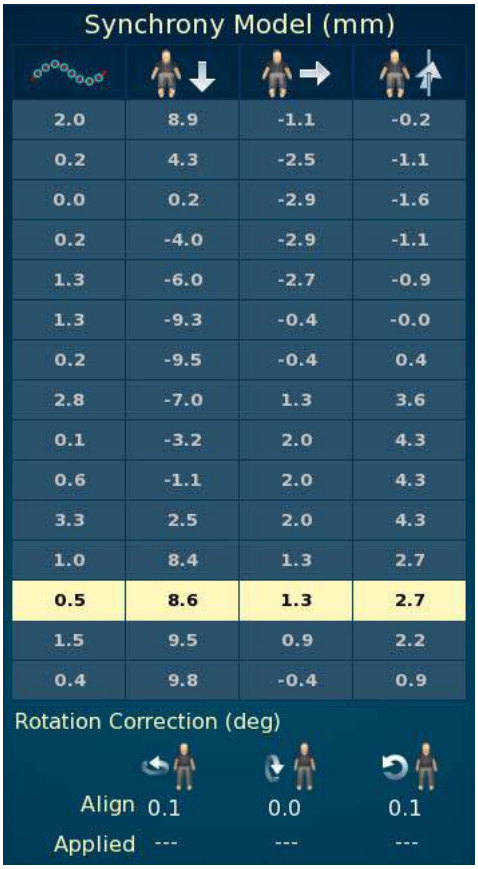

Figura 31 Tabela Synchrony Model (Modelo do Synchrony) (mm) na fase Delivery (Administração) do modo Xsight Lung Tracking (Rastreamento do Pulmão Xsight)
A tabela **Synchrony Model** (Modelo do Synchrony) **(mm)** na fase **Delivery** (Administração) contém os valores de Correlation Error (Erro De Correlação) e Offset (Deslocamento) do Synchrony, em milímetros, para todos os pontos do modelo no modelo atual do Synchrony (consulte a Figura 31).
- ***Align*** (Alinhar): Os valores rotacionais da última imagem capturada na fase **Alignment** (Alinhamento) **> Spine** (Coluna) (consulte a Figura 31). Se você pular o alinhamento da coluna, serão exibidos traços.